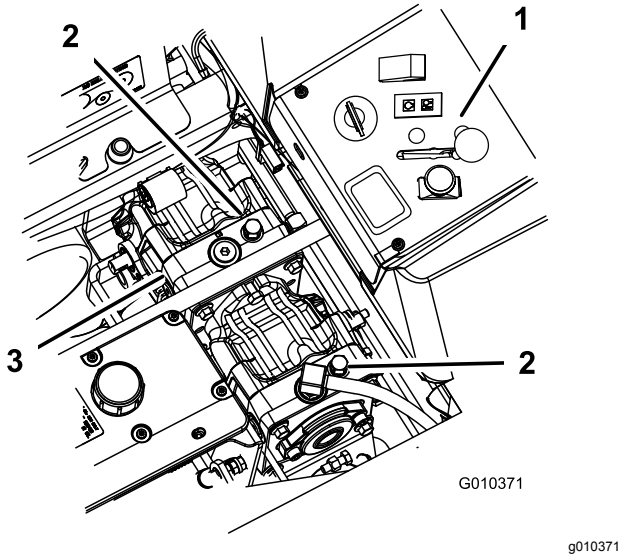

Rysunek 39
2. W celu pchania maszyny obróć zawory obejściowe o 1 obrót w lewo (Rysunek 39).
Aby obsługiwać maszynę, obróć zawory obejściowe w prawo o 1 obrót (Rysunek 39).